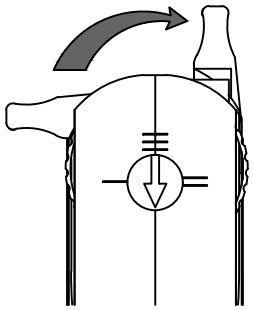

Рис. 2
- переведите рычажок адаптера в положение ON для фиксации светильника (Рис. 2);